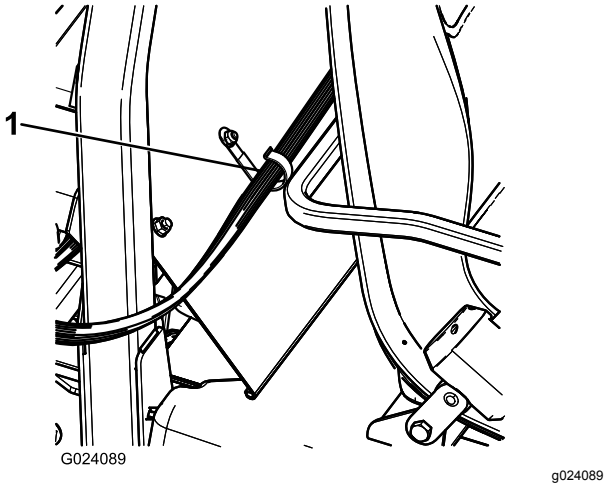

Figuur 22
2. Monteer een J-clip achter de bestuurdersstoel (Figuur 22) met behulp van een bout (¼" x ½") en een flensmoer (¼") .
3. Bevestig de kabelboom van het bedieningspaneel aan het bedieningspaneel en de kap van de rolbeugel met behulp van J-clips (Figuur 22).